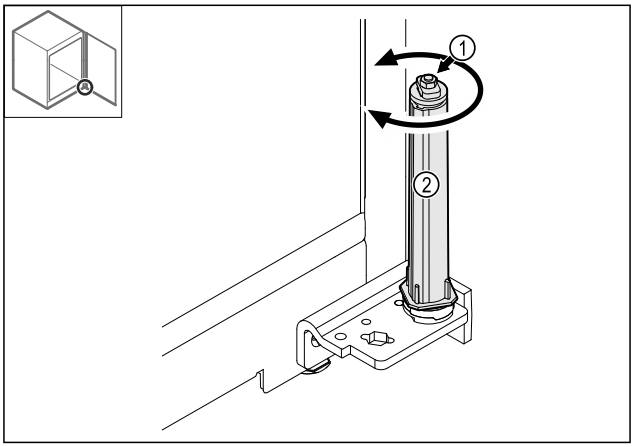

Fig. 32
▶ Nu dezasamblați îmbinarea filetată *Fig. 32 (1)* a sistemului de închidere.
▶ Rotiți sistemul de închidere *Fig. 32 (2)*, până când face clic.